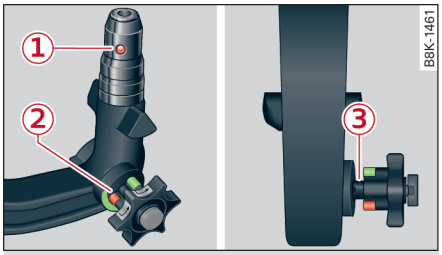

图 191 可拆卸的挂车挂钩：球节牵引杆
- 检查手轮上的红色标记 ② ⇨ *图 191* 是否在球节牵引杆的绿色标记部位。
- 检查锁止球头 ① 是否沉到固定轴的孔内。
- 检查手轮是否明显突出于球节牵引杆之外，使得在手轮和球节牵引杆之间有一个间隙 ③。